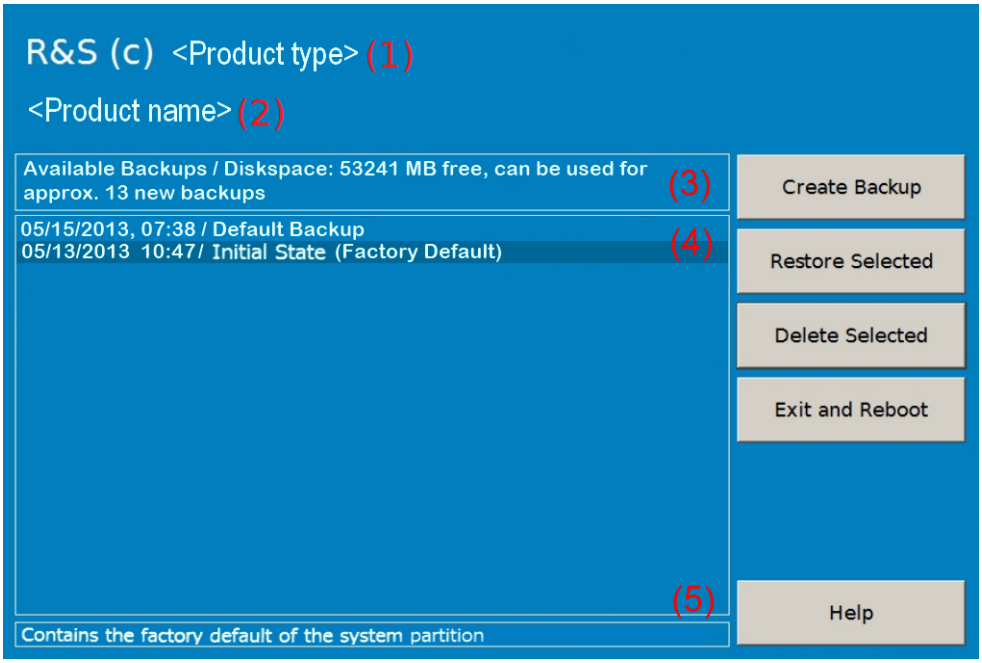

Figure 15-1: Main dialog (example)
1. In the main dialog (see Figure 15-1), select "Create Backup".
1. In the main dialog (see Figure 15-1), select the backup you want to restore.
1. In the main dialog (see Figure 15-1), select the backup you want to delete.